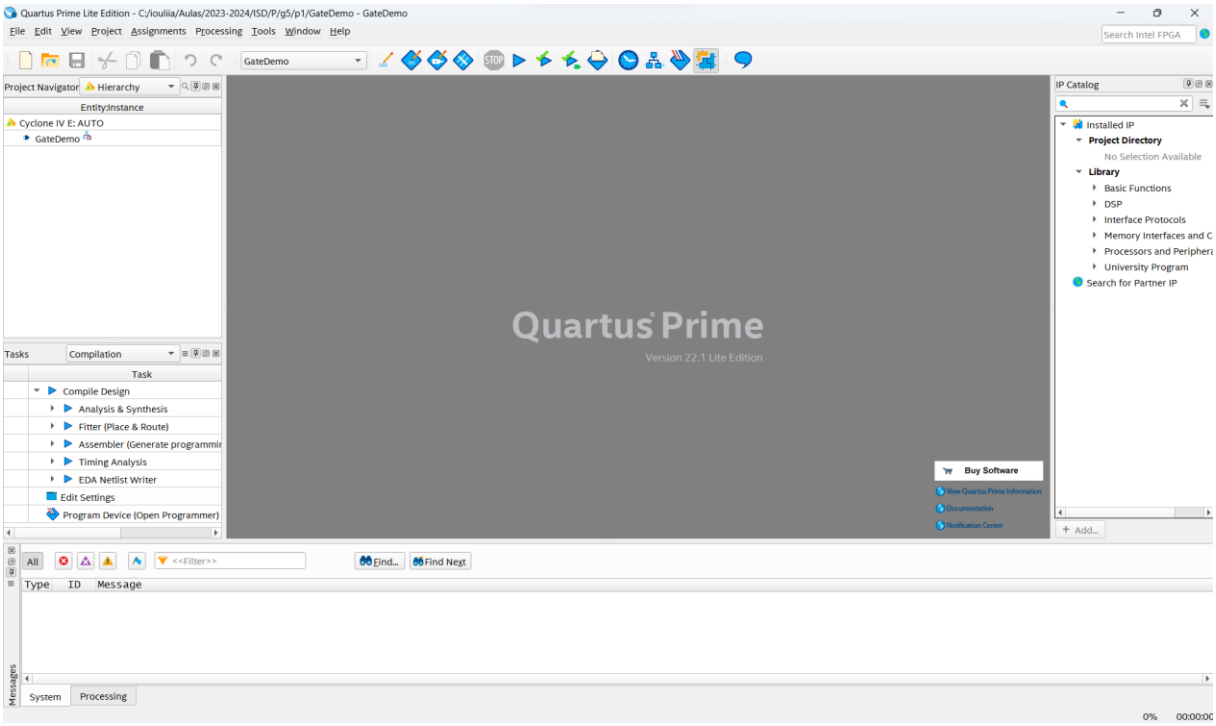

Figure 10 - Aspect of the "Quartus Prime" IDE after project creation.
2. After pressing "Finish" the "Quartus Prime" IDE should look like Figure 10.